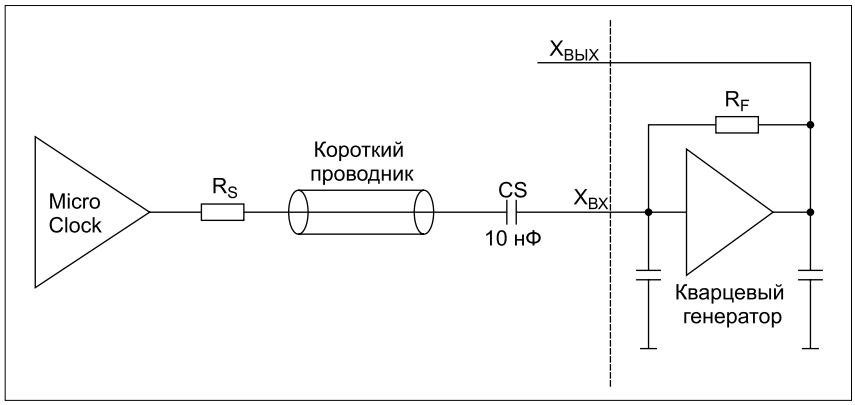

Рис. 2. **Подключение ко входу кварцевого генератора**
• **Подключение ко входу для кварцевого резонатора** (см. рис. 2). В большинстве случаев такие входы лучше всего работают именно при сигнале с малой амплитудой, что является беспроигрышной ситуацией, т. е. при меньшей амплитуде снижается мощность, потребляемая устройством. Рекомендуется установить значение амплитуды 1,0 В и связать выход MicroClock со входом кварцевого генератора устройства–потребителя по переменному току.